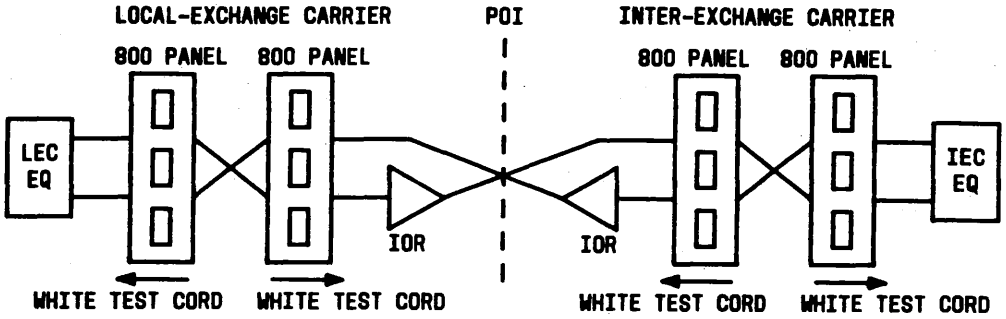
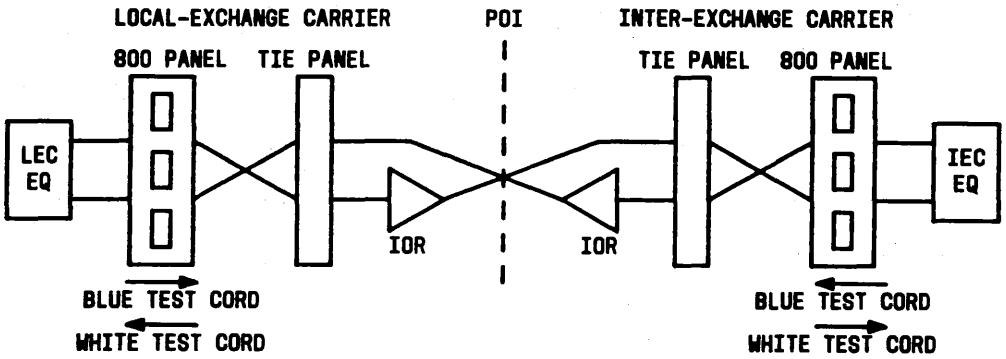

Figure 4. Typical DSX Monitoring Configuration for Point-of-Interface (POI)
Figure 5. Alternate DSX Monitoring Configuration for Point-of-Interface (POI)
3.02 Typical DSX configuration for these applications use standard 800/900 jack panels for termination of the IORs (Figure 4). This allows test access and sectionalization capabilities, with standard White Test Cords, for the IOR. With the addition of the 800PGY or 800PHY Blue Test Cord to the 800/900-Series DSX product line, the IORs can be terminated on less-expensive tie-panels (800G2-E2). The tie panel allows high density termination (300 terminations vs. 80/90 terminations per shelf) with a considerable cost savings. The 800PGY or 800PHY Blue Test Cord will allow test access and sectionalization capabilities of the (*cross-connected*) IOR. (See Figure 5.)